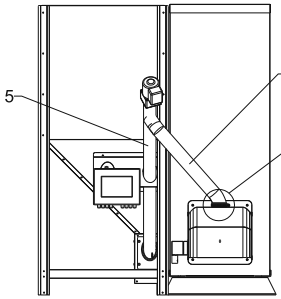

RYS.6
4. USTAWIĆ ZBIORNIK PO LEWEJ STRONIE KOTŁA, WSUNĄĆ ZMONTOWANY WCZEŚNIEJ ZESPóŁ RURY PODAJNIKA (5) ORAZ PRZYKRĘCIĆ ELASTYCZNĄ RURĘ ŁĄCZĄCĄ PALNIK Z PODAJNIKIEM (6) (RYS.6)